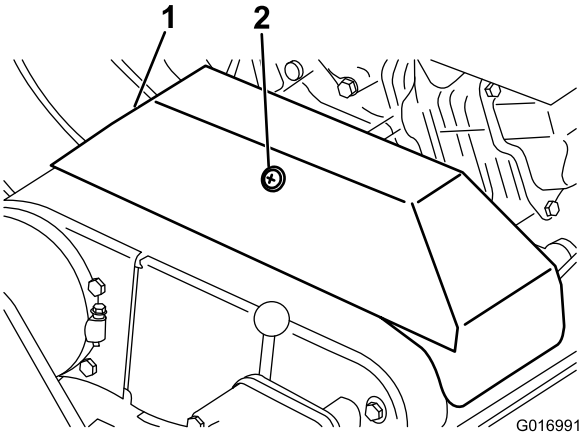

**Figur 36**
3. Lossa den hållare som håller fast kilremskåpan och öppna kåpan genom att vrida den (Figur 36).